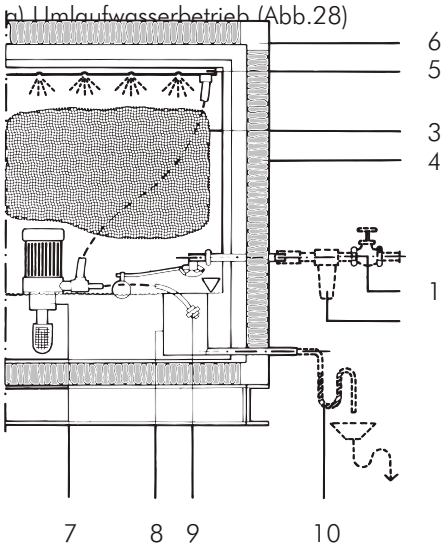

Abb.28
a) Umlaufwasserbetrieb (Abb.28)